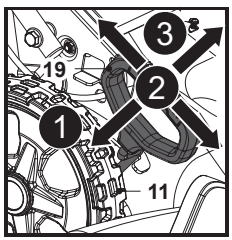

Fig. 11
1. Puxe a alavanca de ajuste da altura de corte (19) na direção da roda traseira (11) (Fig. 11, passo 1).
2. Desloque a alavanca (19) para a frente ou para trás para ajustar a altura de corte (Fig. 11, passo 2).
3. Solte a alavanca (19) e certifique-se de que esta engata corretamente na ranhura (Fig. 11, passo 3).